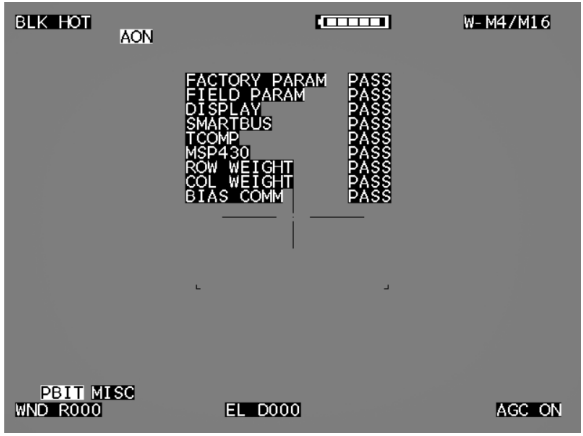

Figure 35. PBIT Screen.
a. PBIT: Operator will be able to view system PBIT. Displays PASS/FAIL status for internal systems as seen in (Figure 35).